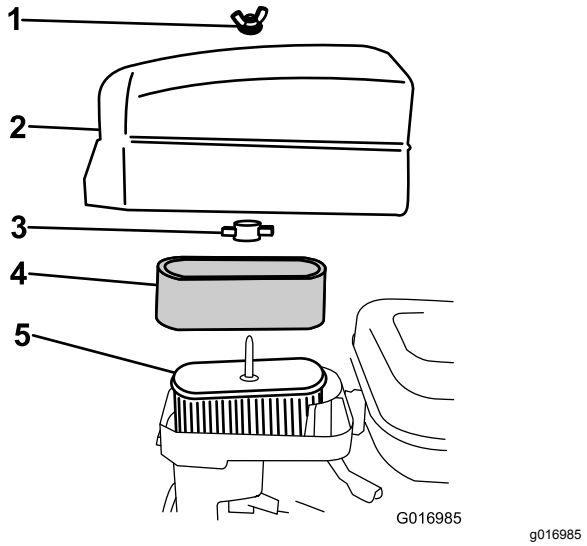

Figuur 32
4. Als het schuimelement vuil is, moet u dit verwijderen van het papierelement (Figuur 32) en grondig reinigen als volgt: